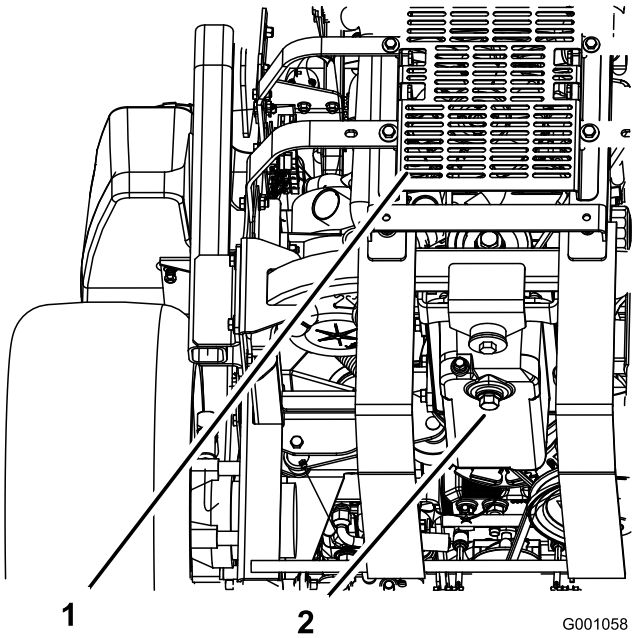

Figur 41
5. Sett et fat under der du tapper olje. Ta ut tappepluggene for å la oljen renne ned i et tappefat (Figur 41).